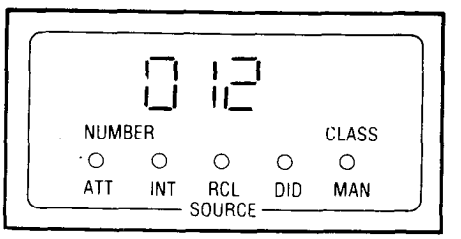

Fig. 364-2
- SOURCE display shows total number of rooms with maids present Fig. 364-2
- SOURCE display, Fig. 364-2, changes to reflect total number of vacant rooms which require cleaning
- SOURCE display, Fig. 364-2, changes to reflect total number of rooms which are ready for occupancy